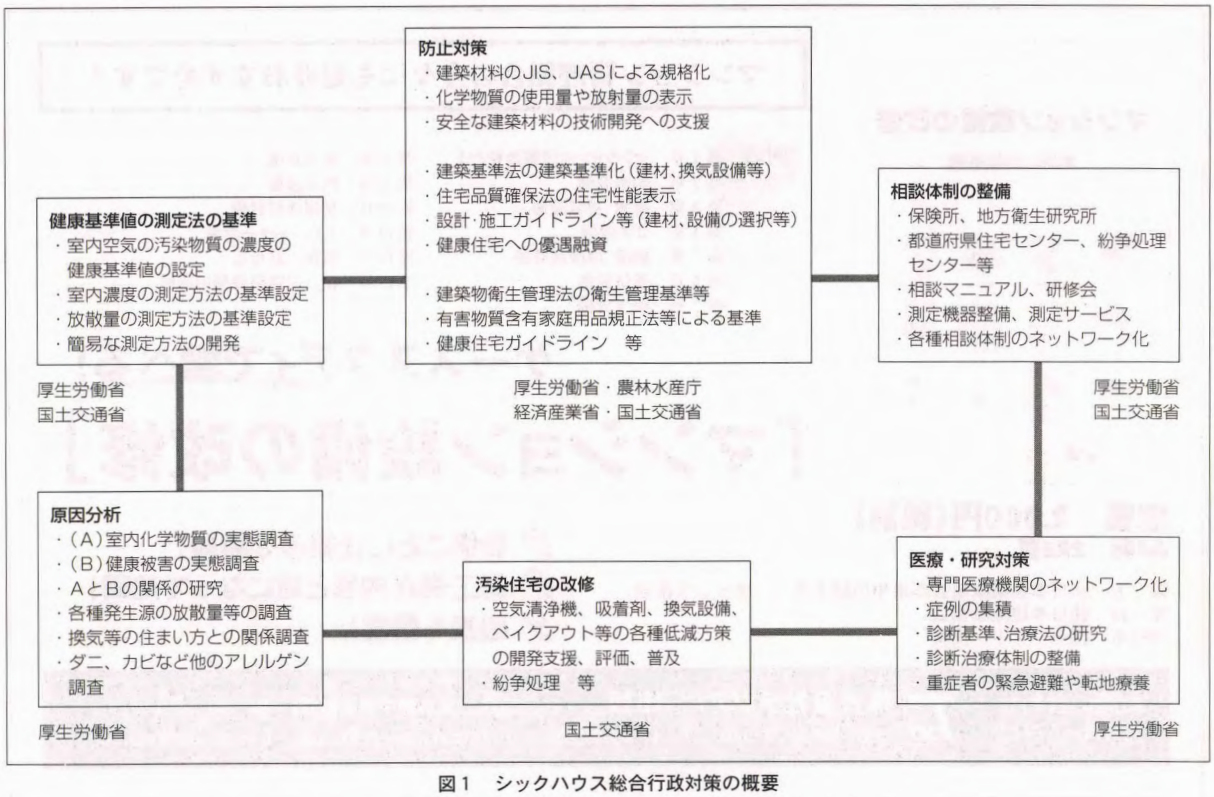

図１　シックハウス総合行政対策の概要
②現場における化学物質の室内濃度の測定などについて規定している。
2.4　シックハウス総合行政対策の概要（図１）